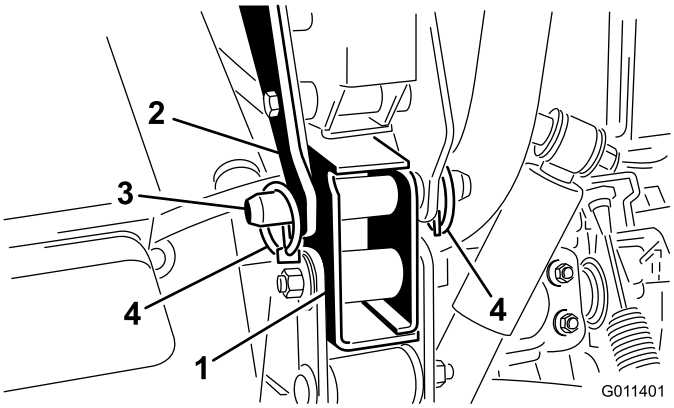

Figur 8
6. Fastgør hver af de bageste monteringsbeslag til køretøjets stel med en gaffelbolt og (2) ringstifter (Figur 8).